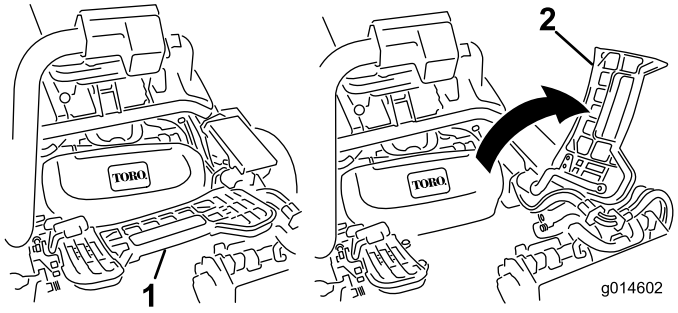

Figur 31
1. Løft opp fothvileren og drei den åpen, slik at man kan komme til midtstillingen til klippeenheten (Figur 31).